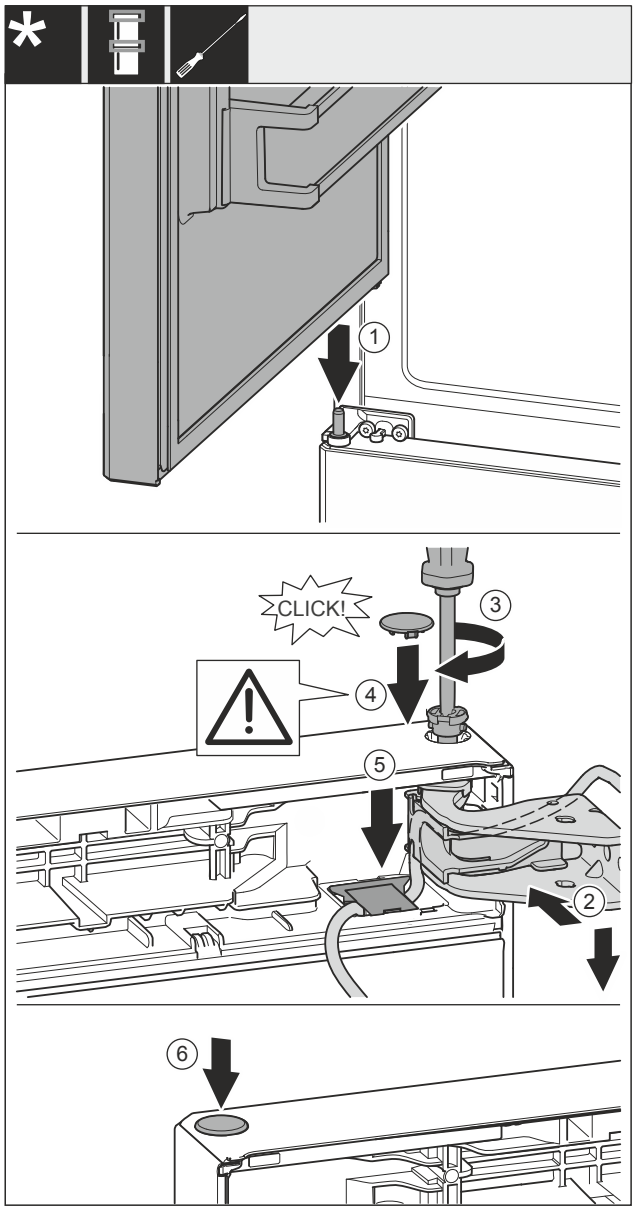

*Fig. 37*
- ▶ Bovenste deur op het middelste lagerbok *Fig. 37 (1)* plaatsen.
- ▶ Deur boven naar de opening in het lagerbok *Fig. 37 (2)* uitlijnen.
- ▶ Bouten *Fig. 37 (3)* insteken en met een schroevendraaier vastschroeven.
- ▶ Afdekking *Fig. 37 (4)* plaatsen.
- ▶ Controleer of de afdekking *Fig. 37 (4)* tegen de deur ligt.
- ▶ Afdekking *Fig. 37 (5)* plaatsen en naar onderen drukken tot deze vergrendeld.
- ▶ Afdekking *Fig. 37 (6)* plaatsen.